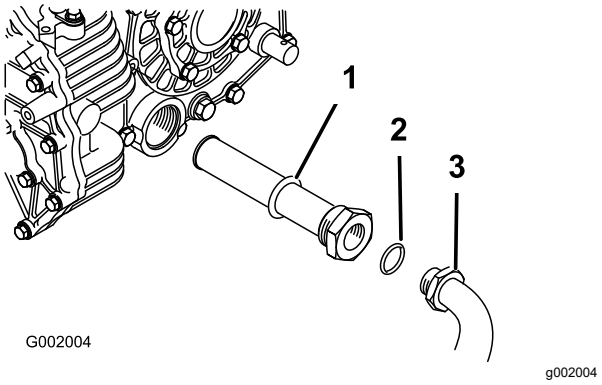

Figur 56
5. Ta bort hydraulslangen och 90-graderskopplingen (Figur 56).